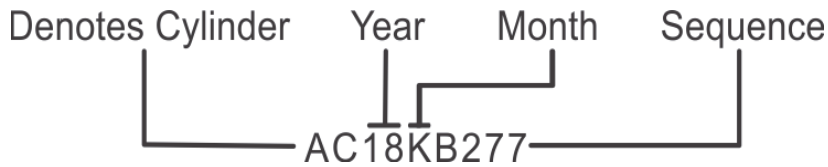

Figure 9. Cylinder Head, Serial Number Identification
New or rebuilt engines obtained prior to 01 NOV 2014 are not affected by this Service Document. Additionally, cylinder assemblies obtained prior to 01 NOV 2014 or stamped with serial number **AC18KB277** or later (reference Figure 1 and Figure 9) are not affected by this Service Document.
a. Serial number AC-18KB277 or later (reference Figure 9), *or if*
The cylinder serial number is stamped on the bottom fin of the cylinder head. Cylinder head assembly serial numbers incorporate a manufacturing date and may be identified as follows (reference Figure 9).